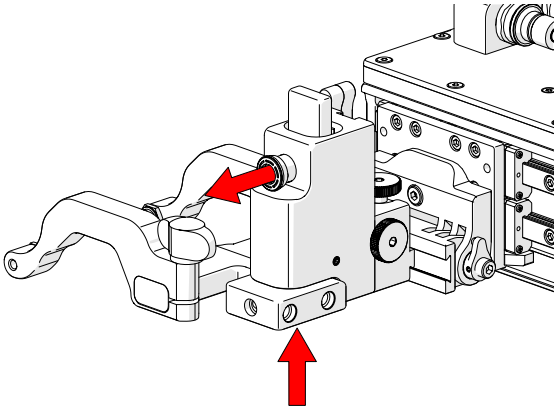
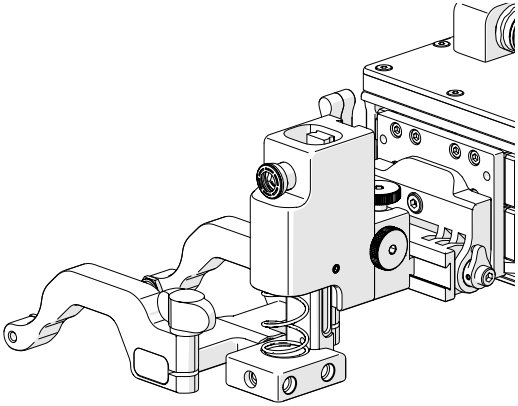

Fig. 103 - Press up and pull latch
Fig. 104 - Lowered toward scan surface
1. Gently lift the heavy duty vertical probe holder and simultaneously pull the latch *(Fig. 103)*. This action will unlock the probe holder. Slowly lower the probe holder towards the scan surface *(Fig. 104)*.